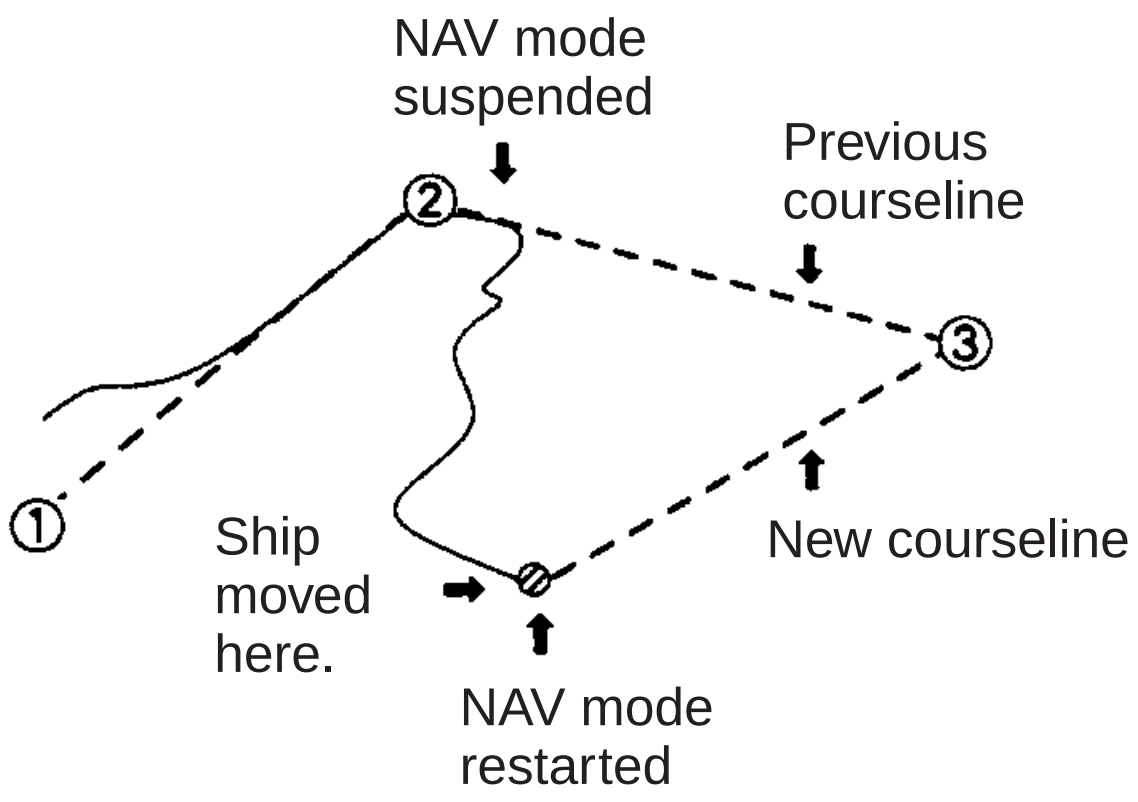

Figure 8-1 Courseline to next intermediate point drawn when NAV mode is restarted while navigating a route
- When you restart the NAV mode when navigating a route, a line is drawn between restart point and next intermediate route waypoint. See Figure 8-1.